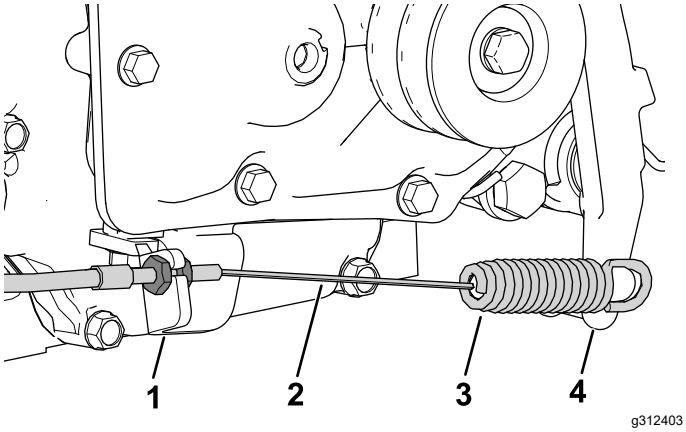

Figura 5
5. Instale o cabo da embraiagem na placa da embraiagem (Figura 5).
6. Instale a extremidade da mola do cabo de embraiagem na alavanca da embraiagem (Figura 5).